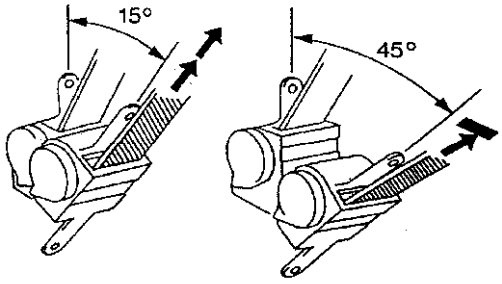

图 8－45 安全带伸缩装置总成
(1) 当驾驶员座椅安全带没有配置试验伸缩装置时，则需助手协助紧固安全带。
(2) 将车辆慢慢加速至 16km/h 并踏实制动器。
(3) 踏实制动时，检查安全带是否锁紧。
(4) 若安全带没锁紧，拆卸安全带伸缩装置总成（见图 8－45），慢慢翘起安全带伸缩装置，确保座椅安全带能够在等于或小于 15°角位置从伸缩装置中拉出，在大于 45°角位置不能从伸缩装置中拉出。
(5) 若安全带伸缩装置达不到上述要求，更换伸缩装置总成。
1. 左前座椅安全带扣环的更换（见图 8－46）